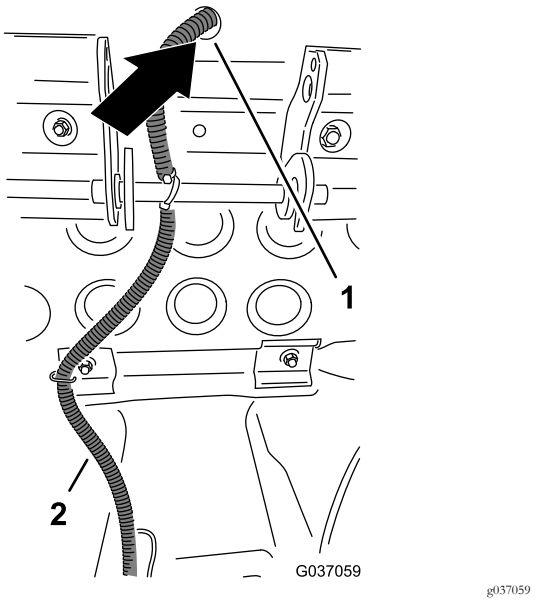

Rysunek 23
6. Poprowadź złącze 2-stykowe gniazdowe wiązki przewodów z przekaźnikiem (przewody biały i czarny) i przełóż przez otwór w platformie znajdujący się za fotelem (Rysunek 23).
2. Pod spodem platformy poprowadź złącze 2-stykowe gniazdowe (przewody czarny i czerwony) zestawu wiązki przewodów 350 cm wzdłuż wiązki przewodów z przekaźnikiem i przełóż przez otwór w platformie znajdujący się za fotelem; patrz Rysunek 23 w rozdziale Podłączenie przekaźnika i wiązki przewodów (model 02750) (Strona 9).